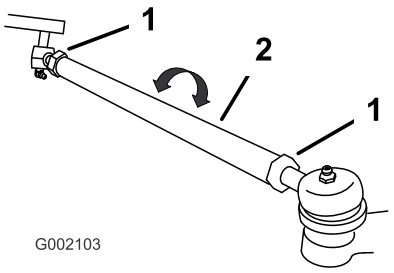

Figura 44
7. Se la misura non rientra nel campo specificato di 0–6 mm, allentate i controdadi da ambo i lati dei tiranti (Figura 44).